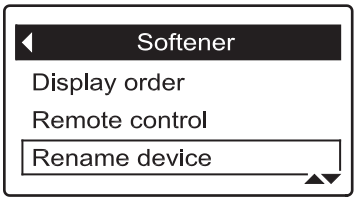

FIG. 118
3. Press the DOWN (▼) button to scroll through the menu options until **Rename device** is highlighted in a box (See Figure 118).